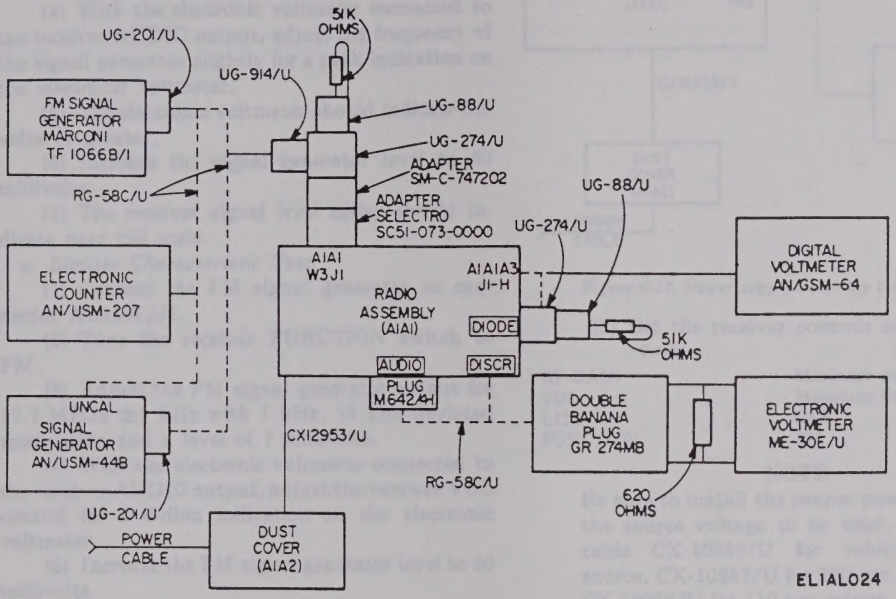

Figure 6-16. Detector assembly test connections.
(1) Remove the receiver from the dust cover, and remove the IF amplifier assembly (A1A1A3) (Para 6-6).
(2) Perform the preliminary test setup (para 6-12).
(3) Connect the test equipment as shown in figure 6-16.